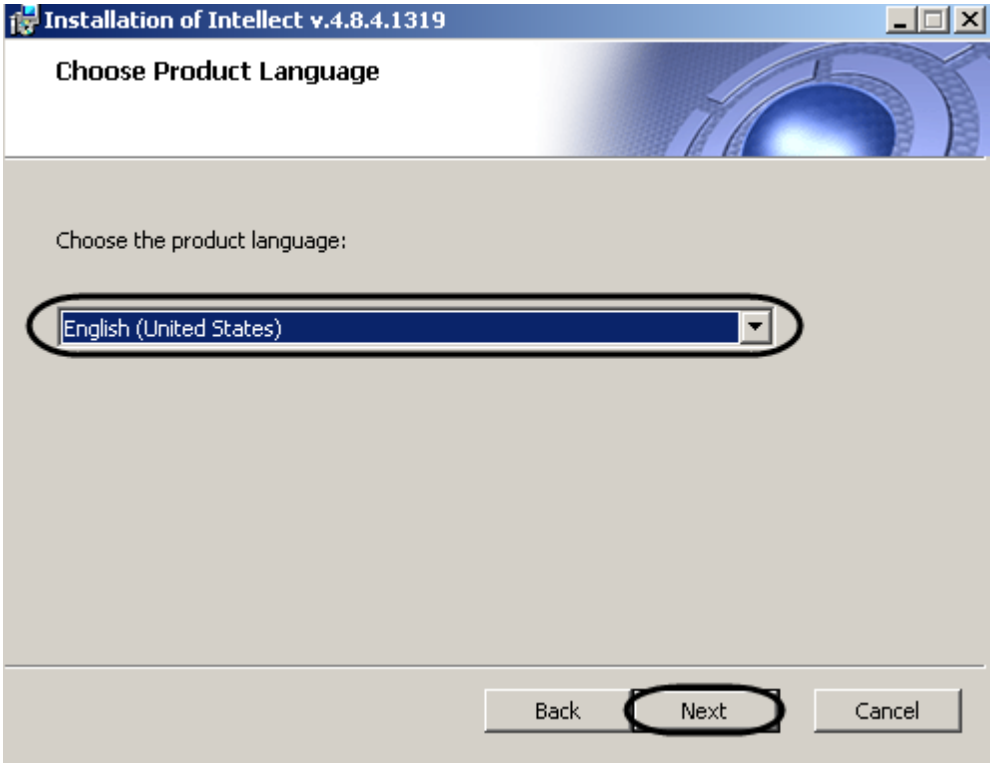

Figure 5.1-34 The “Choose Product Language” dialog box
The dialog box of choosing language is displayed (Figure 5.1-34).
12. Choose the required language in the list (Figure 5.1-34).
13. Click the “Next” button (Figure 5.1-34).